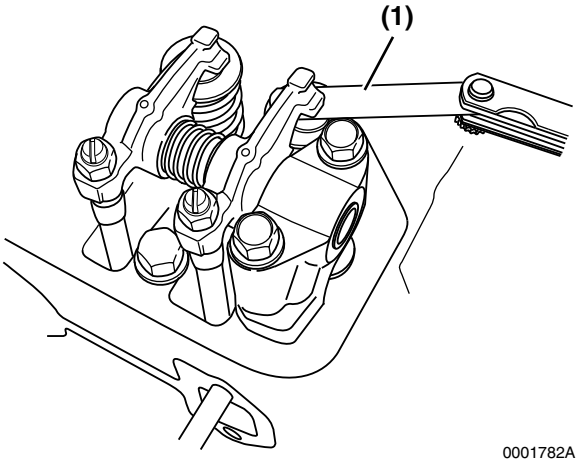

Figure 6-35
3. Insert a feeler gauge **(Figure 6-35, (1))** between rocker arm and valve cap and record the measured valve clearance. (Use the data for estimating wear.)